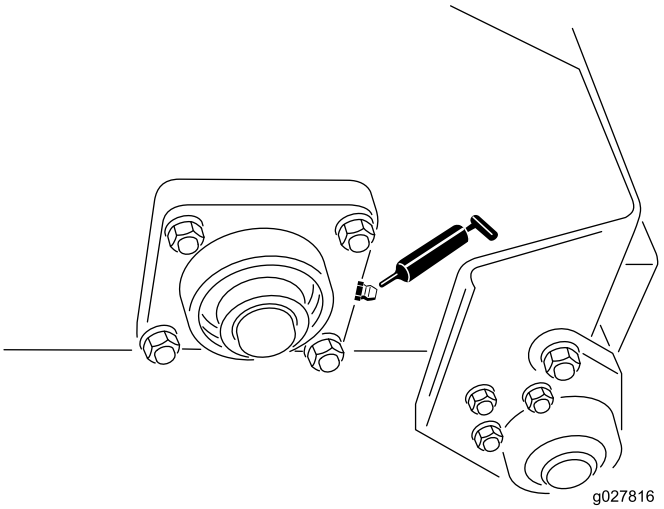

Bild 8
- Fingerrotorlager (2) (Bild 8)